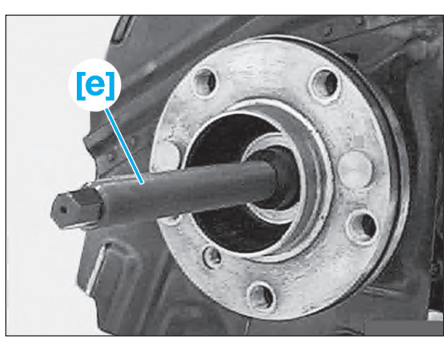

Fig. 13
- l'outil [e] sur le demi-arbre de roue **(Fig.13)**,